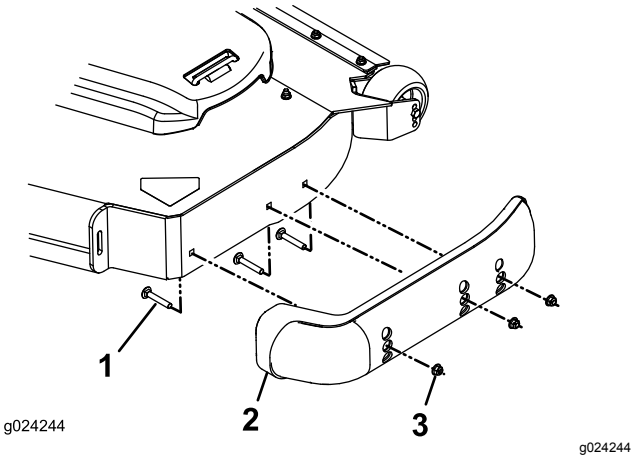

Figur 36
3. Fjern låseboltene og mutterne fra hver støtteplate (Figur 36).